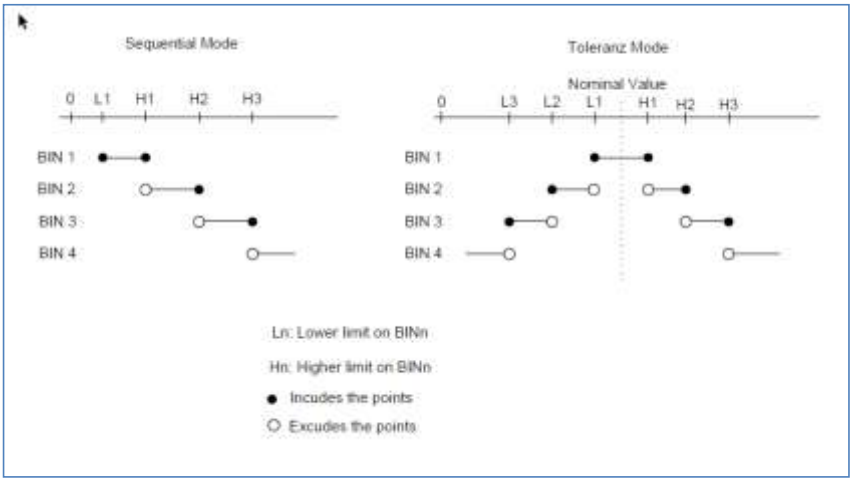

Abbildung 3-3 Toleranzmodus und Sequenzmodus
Die Vergleichsfunktionen haben zwei Limit-Setup-Modi für den Primärparameter, wie in Abbildung 3-3 gezeigt wird.
- Toleranz-Modus (Bild3-3 rechts)
- Sequenziellen Modus (Bild 3-3 links)